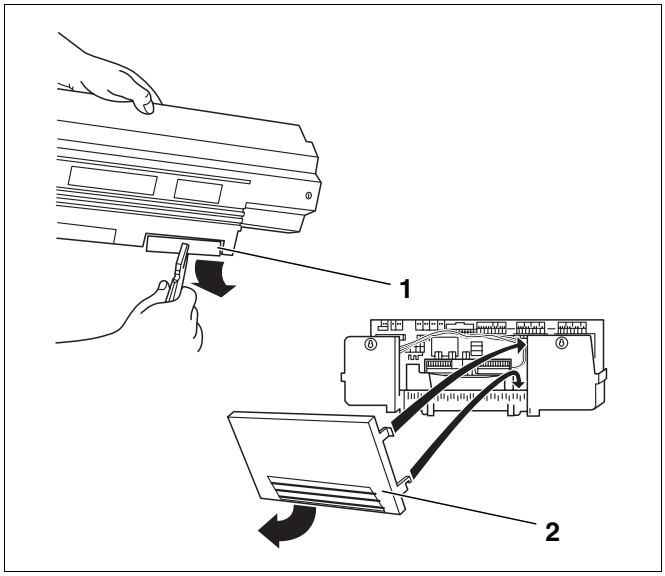

Rys. 28 Przygotowanie przelotki kabla
- W razie potrzeby wyłamać odnośne elementy (rys. 28, **poz. 1**) w tylnej ściance przelotki kabla (Logamatic 4xxx) lub zdjąć element ścianki tylnej (Logamatic 4xxx) (rys. 28, **poz. 2**).